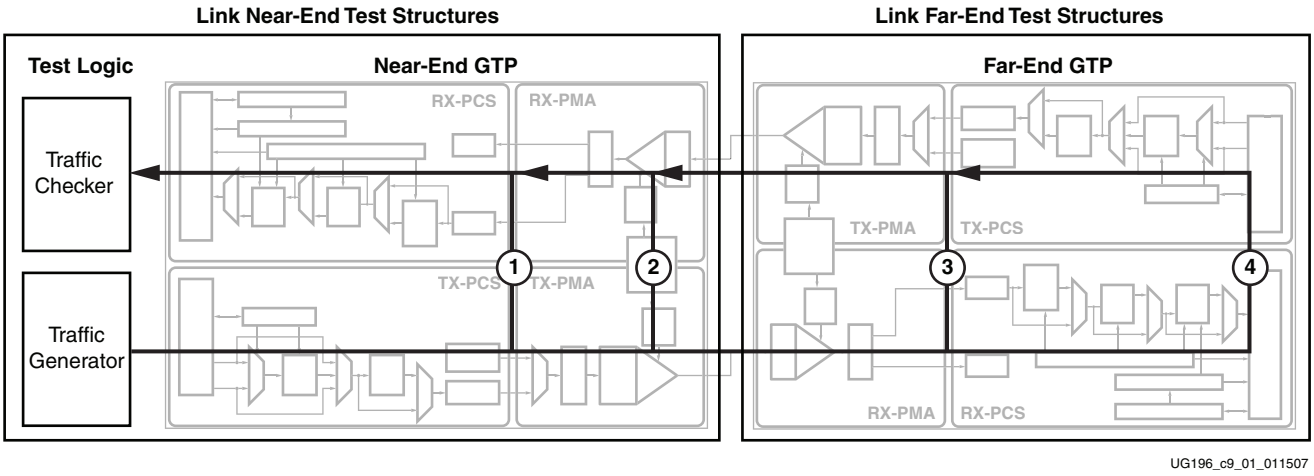

Figure 9-1: **Loopback Testing Overview**
Loopback modes are specialized configurations of the transceiver datapath where the traffic stream is folded back to the source. Typically, a specific traffic pattern is transmitted and then compared to check for errors. Figure 9-1 illustrates a loopback test configuration with four different loopback modes.
- Near-End PCS Loopback (path 1 in Figure 9-1)
- Near-End PMA Loopback (path 2 in Figure 9-1)
- Far-End PMA Loopback (path 3 in Figure 9-1)
- Far-End PCS Loopback (path 4 in Figure 9-1)